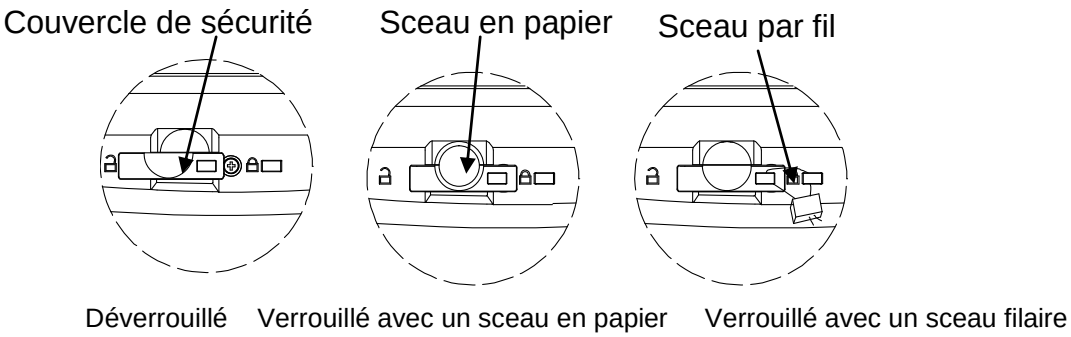

Figure 5-2. Apposition d'un sceau
3. Régler le contacteur sur Verrouillé. Se reporter à la Figure 5-2.